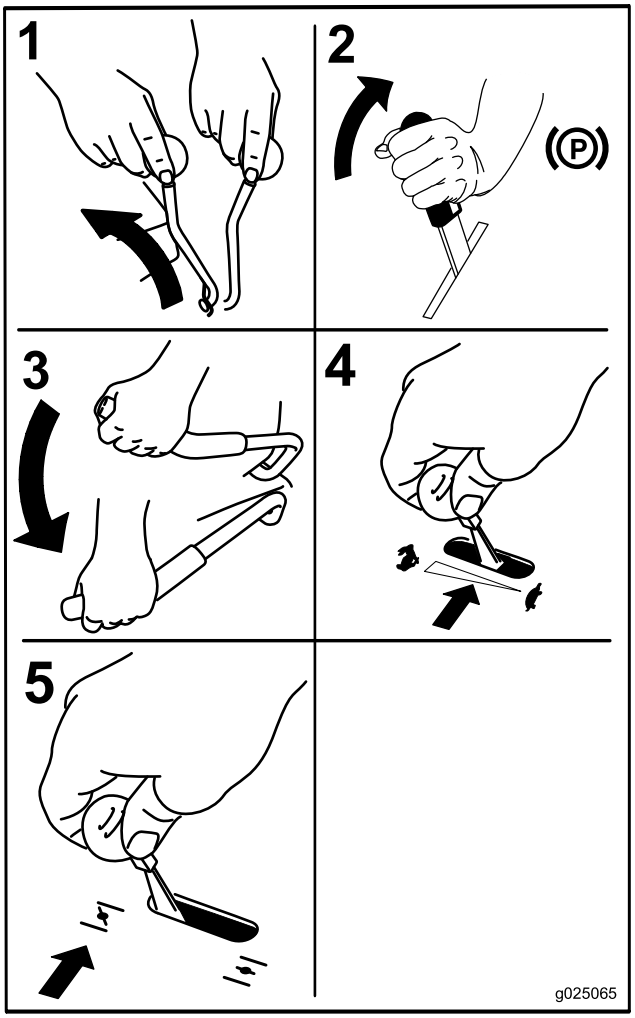

Figur 15
3. Flytt kraftuttaksspaken til AV-stilling (Figur 15).